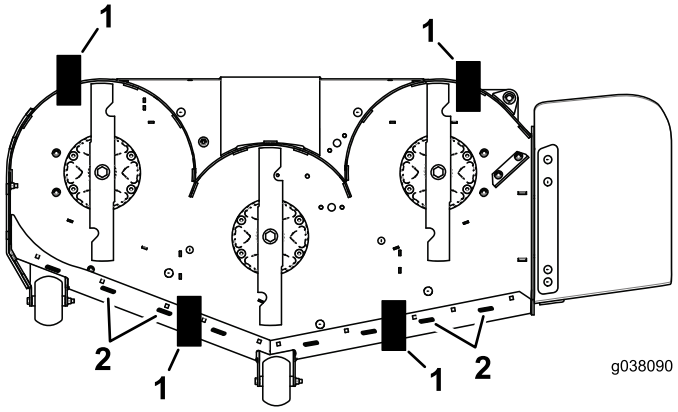

Bild 83
9. Legen Sie zwei Blöcke (siehe Tabelle unten) unter die hintere Kante des Mähwerks, einen Block an jeder Seite des Mähwerks (Bild 83).